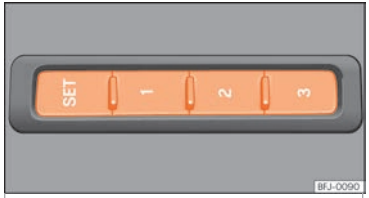

Abb. 116 Außen am Fahrersitz: Speichertasten.
- Taste SET länger als 1 Sekunde drücken ››› Abb. 116.
- Taste SET gedrückt halten ››› Abb. 116.